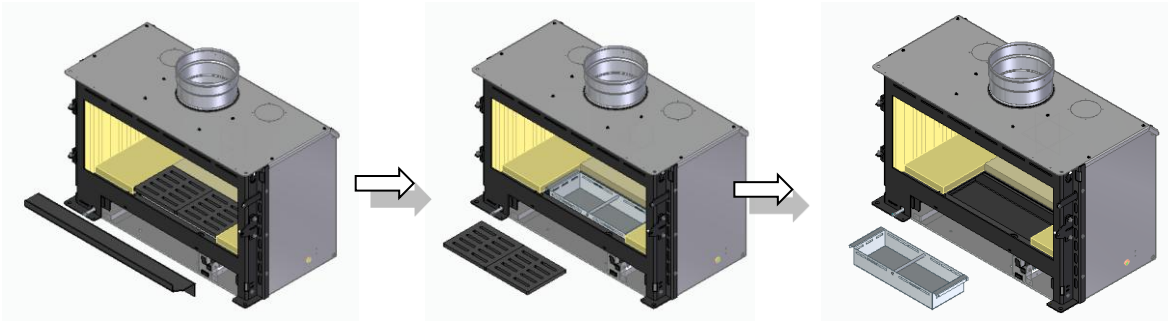

Figura 44 – Remoção de acessórios
b. De seguida retirar a deflectora de cinzas, grelha de cinzas e a gaveta de cinzas, ver Figura 44.